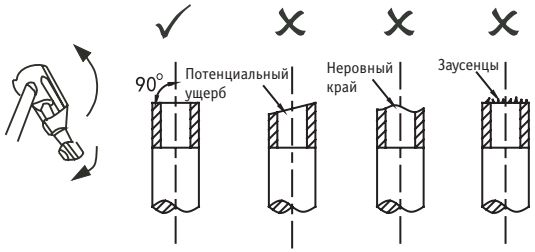

Рис. 5.4
1. Обрежьте трубу труборезом (см. рисунок 5.4).